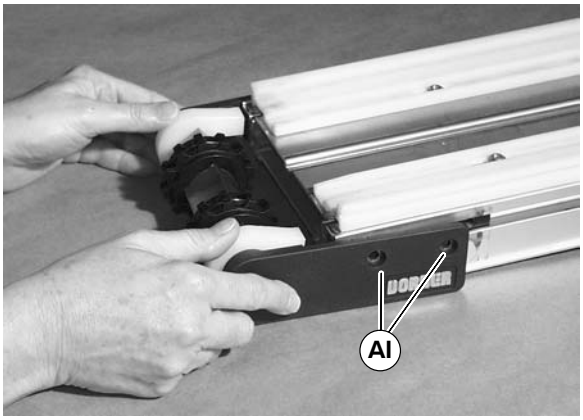

Figure 45
4. Slide remaining head plate on to end of spindle and tighten fastening screws (AI of Figure 45) to 60 in-lb (7 N-M).